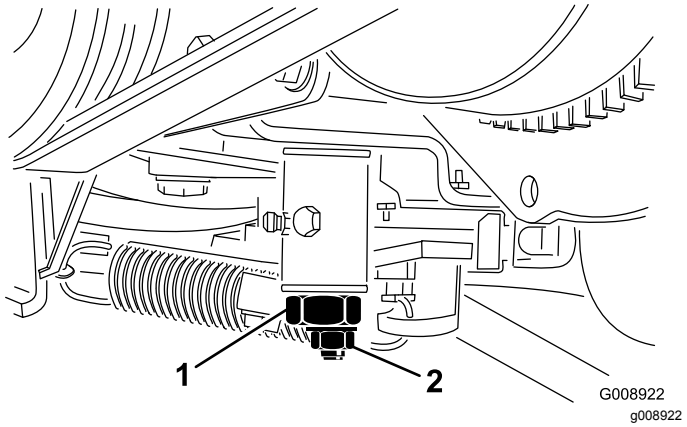

Figur 67
3. Lossa låsmuttern på justeringskammen för hjuldrivningen (Figur 67).